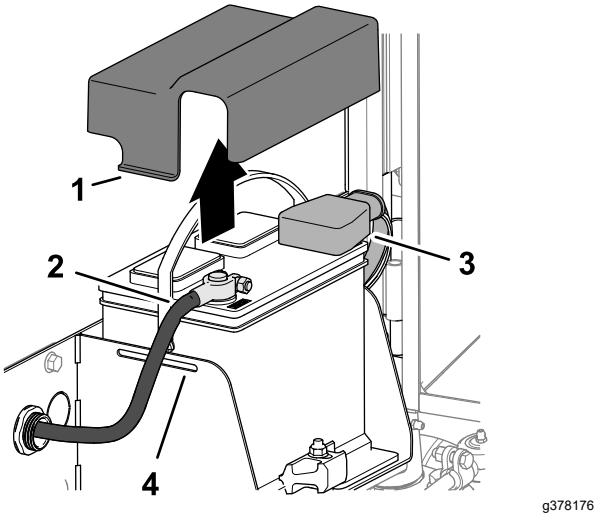

Рисунок 127
3. Сожмите стороны крышки аккумулятора и снимите крышку с поддона аккумулятора (Рисунок 127).